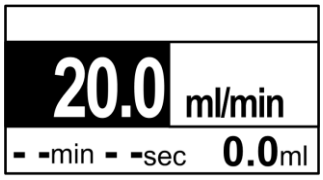

Fig. 28: portata
1. Premere il pulsante; viene visualizzato Fig. 28